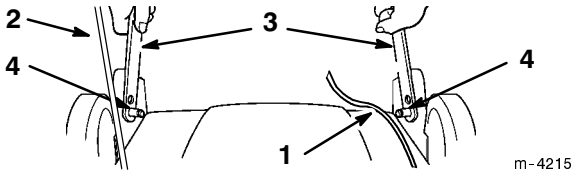

**Figure 2**
5. Lay the upper handle section on the ground behind the lawn mower with the handle label facing up and the control cables routed between the handle mounting brackets (Fig. 2).
1. Squeeze the lower handle section ends together, position the holes in the handles over the pins on the handle brackets, and release the handle (Fig. 2).